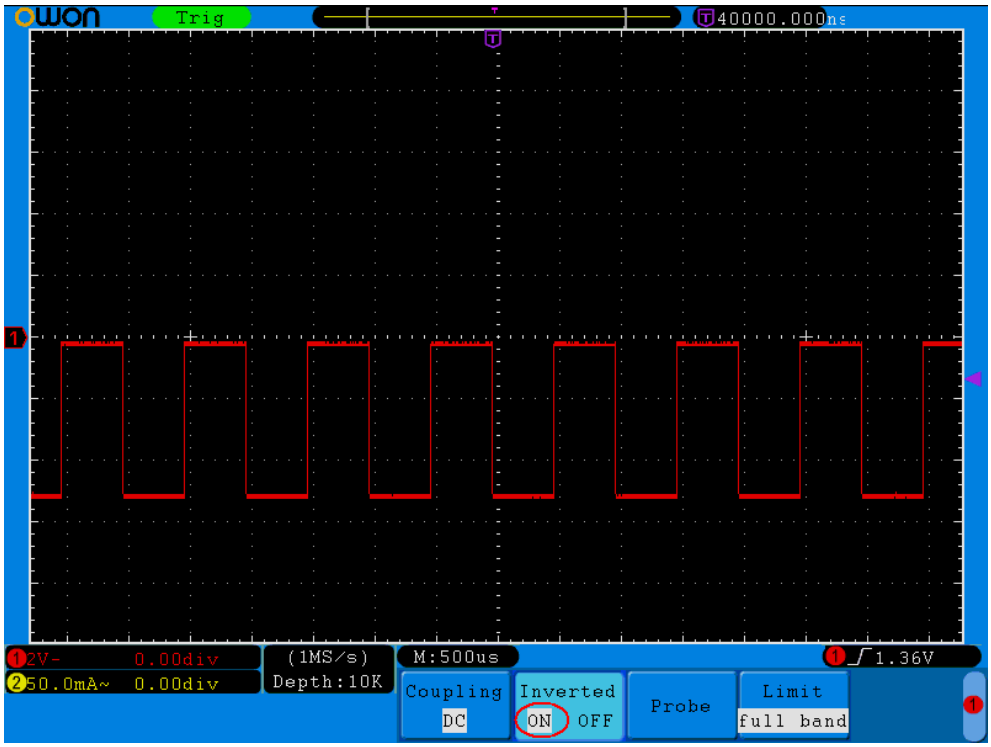

Рисунок 5-6 Осциллограмма сигнала с инверсией
(1) Нажмите кнопку **CH1 MENU** для вызова меню настроек канала.
(2) С помощью кнопки **H2** установите **ON** для включения инверсии (см. рис. 5-6).